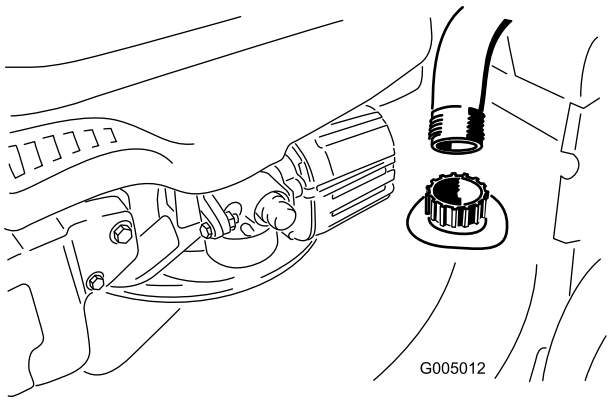

Figura 39
3. Introduzca una manguera de jardín conectada a un grifo en el orificio de lavado de la carcaza del cortacésped (Figura 39).